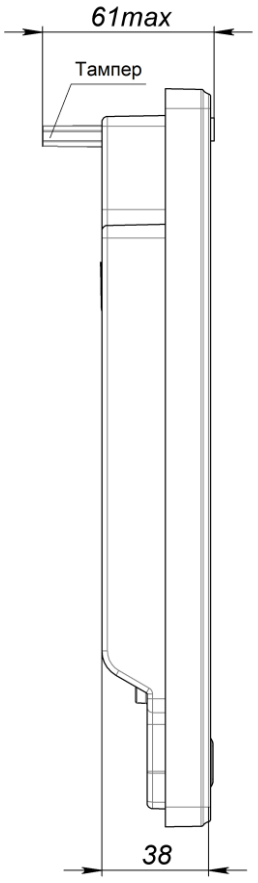

Рис.4 Внешний вид БВ сбоку
В БВ установлен тампер – контакт несанкционированного вскрытия. Необходим для защиты устройства от постороннего вмешательства. Показан на рис.4.
- для **КМ100-7х** (рис.4) клемма «+» АУ – к шине десятков D0..D9 коммутатора, клемма «-» – к шине единиц E0..E9 коммутатора.